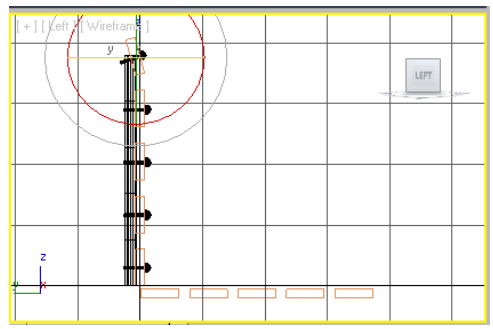

Figure 3-51 *Rotating the uppermost rivet*
5. Select the uppermost rivet and invoke the **Select and Rotate** tool. Now, rotate the uppermost rivet by using the outermost ring of the **Select and Rotate** tool in the counterclockwise direction until the value in the **X** spinner in the coordinate display becomes **-20**, refer to Figure 3-51.